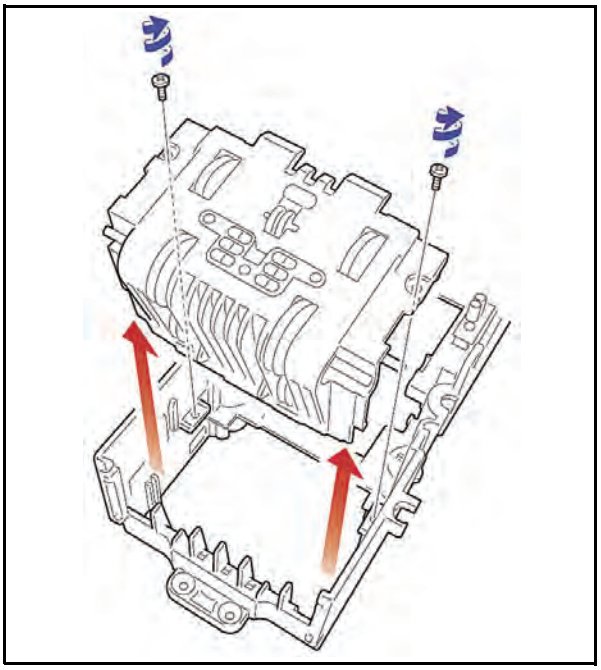

Figure 4-19 Upper Guide Removal
2. Remove the two Upper Guide retaining screws and pull the Upper Guide out of the assembly (See Figure 4-19).